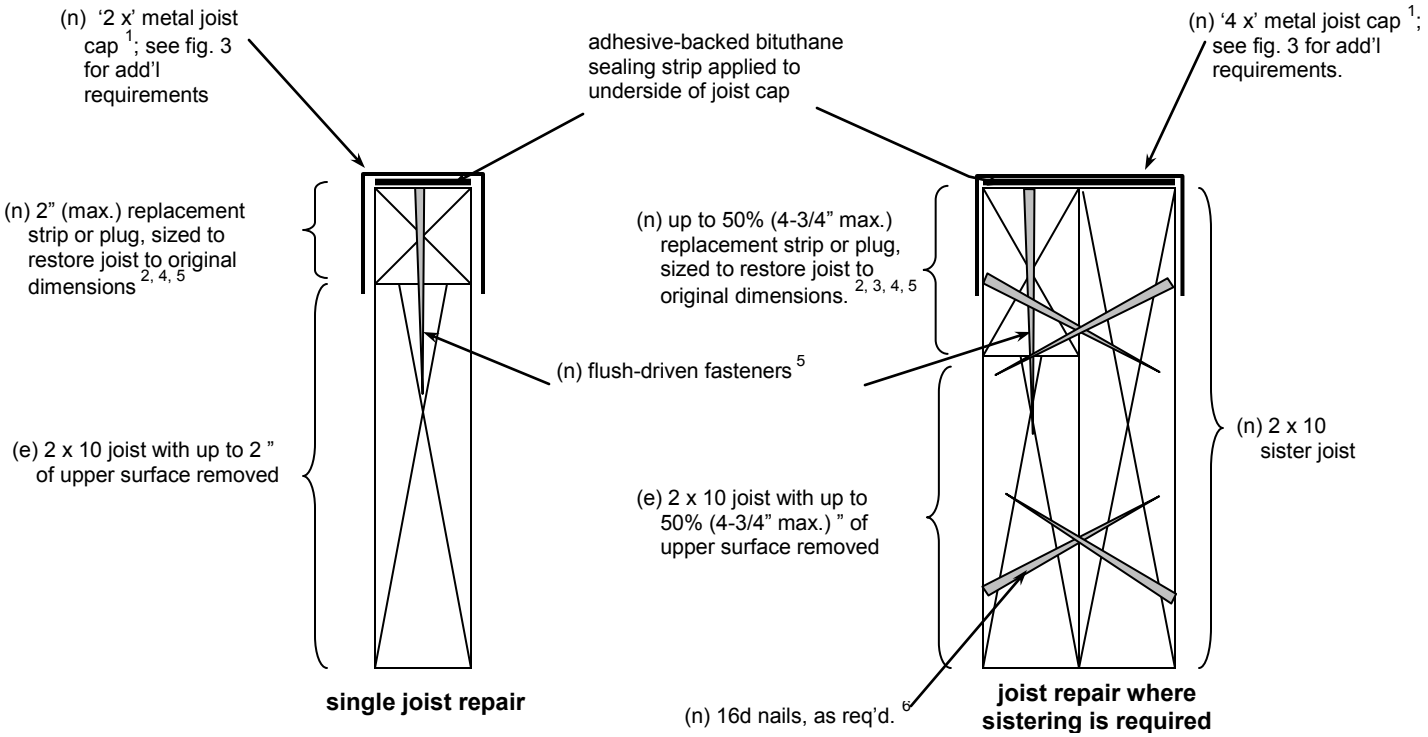

Fig. 2: cutaway views of joist repair (typ.)
- Cap each repaired joist with '2 x' metal flashing. Before installation, apply a sealing strip to the underside of the flashing. See **'Figure 2: cutaway view of joist repair'** and **'Figure 3: cap flashing details'**.
1. Do not remove more than 2" along the top of each (e) 2 x 10 joist without 'sistering' or 'partially replacing' joist. See Figure 2 for additional requirements.
1. Only single joist example is shown; doubled ('sistered') joist similar using 4x cap flashing; see Figure 2 for additional details.
3. The upper surface of all joists, cripple headers and fascias requires a metal cap flashing over a bituthane sealing strip. Where cap flashing passes underneath step flashing at building, ends must be turned up. See Figs. 2, 3 & 4 for additional requirements.